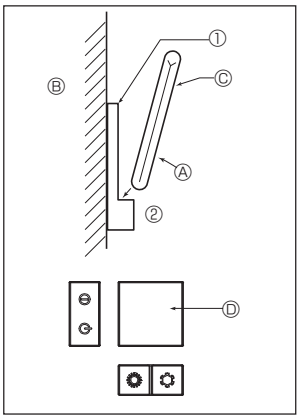

Fig. 7-7
2) Installationsmetode (Fig. 7-7)
① Monter holderen til fjernbetjeningen på det ønskede sted vha. 2 pladeskruer.
② Sæt den nederste ende af fjernbetjeningen i holderen.